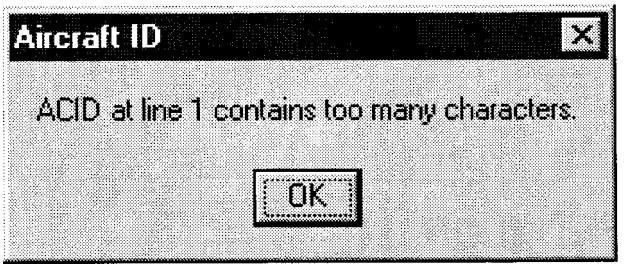

FIGURE 4-90B. TOO MANY CHARACTERS ERROR MESSAGE WINDOW
(3) If the user enters more than 7 alphanumeric characters, this error message dialog box is displayed. (Figure 4-90B).
(4) Click on the Control Tab to review changes in Selected Parameters box.